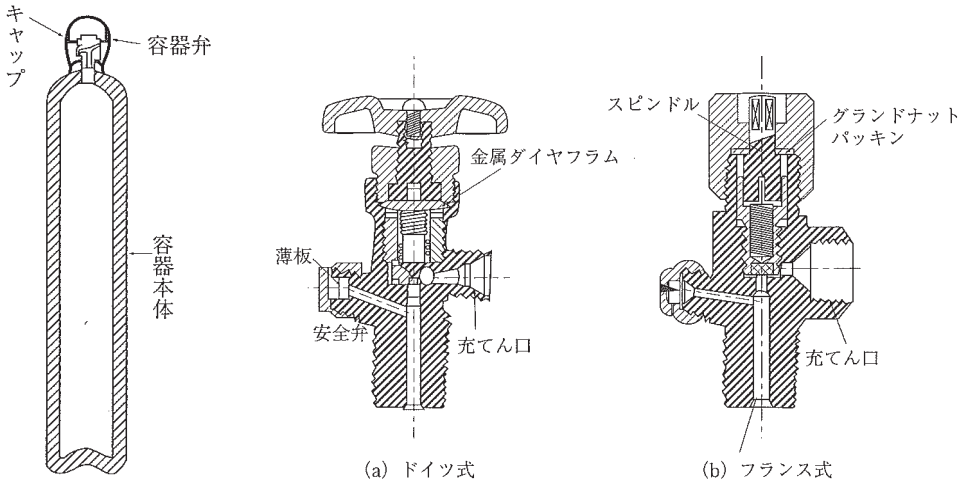

図 3.4 酸素容器と容器弁[5)]
a. 酸素容器は継目なし構造，アセチレン容器は溶接構造を有する（**図 3.4，3.5**）。
b. 酸素容器弁には充塡口の継手の形状でフランス式とドイツ式があり，わが国では地域によっていずれかの形式のものが用いられている（図 3.4）。